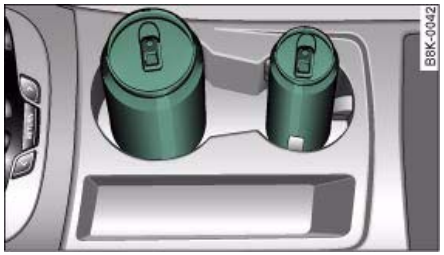

Fig. 93 Centre console: Front cup holder
– Two drinks can be placed in this cup holder ⇒ fig. 93.